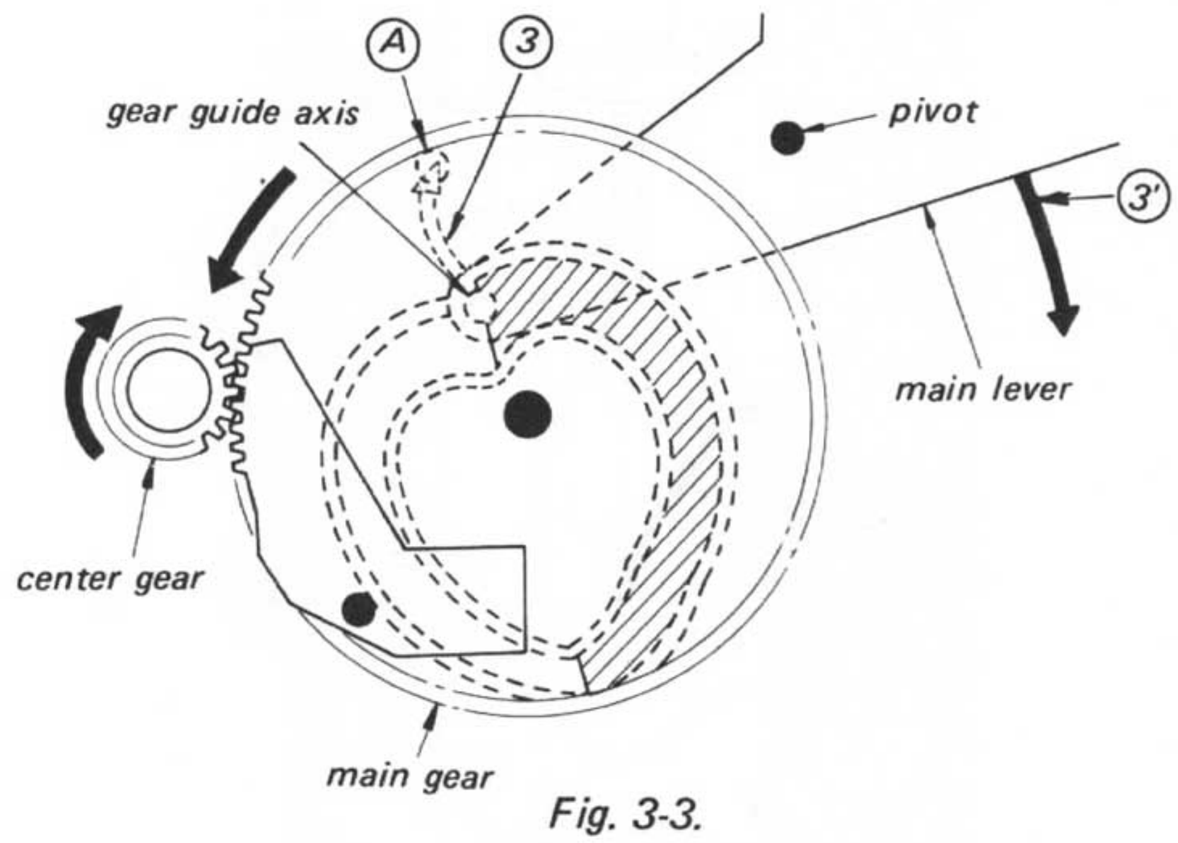
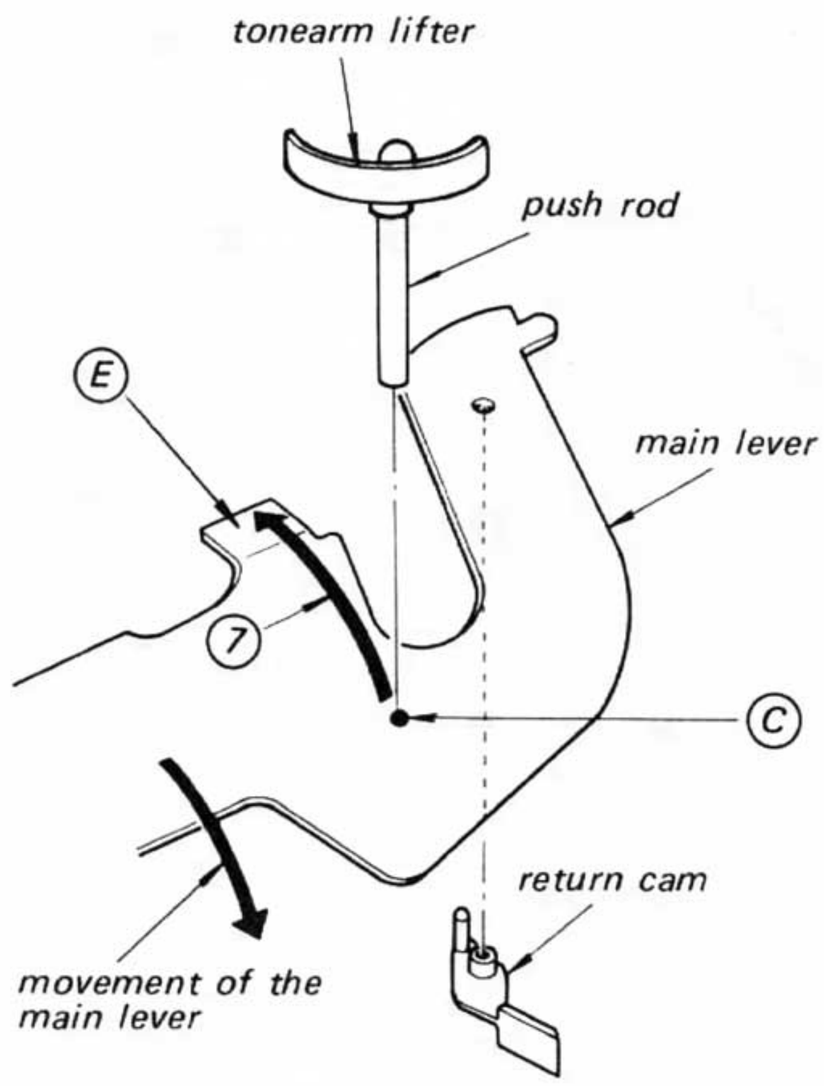
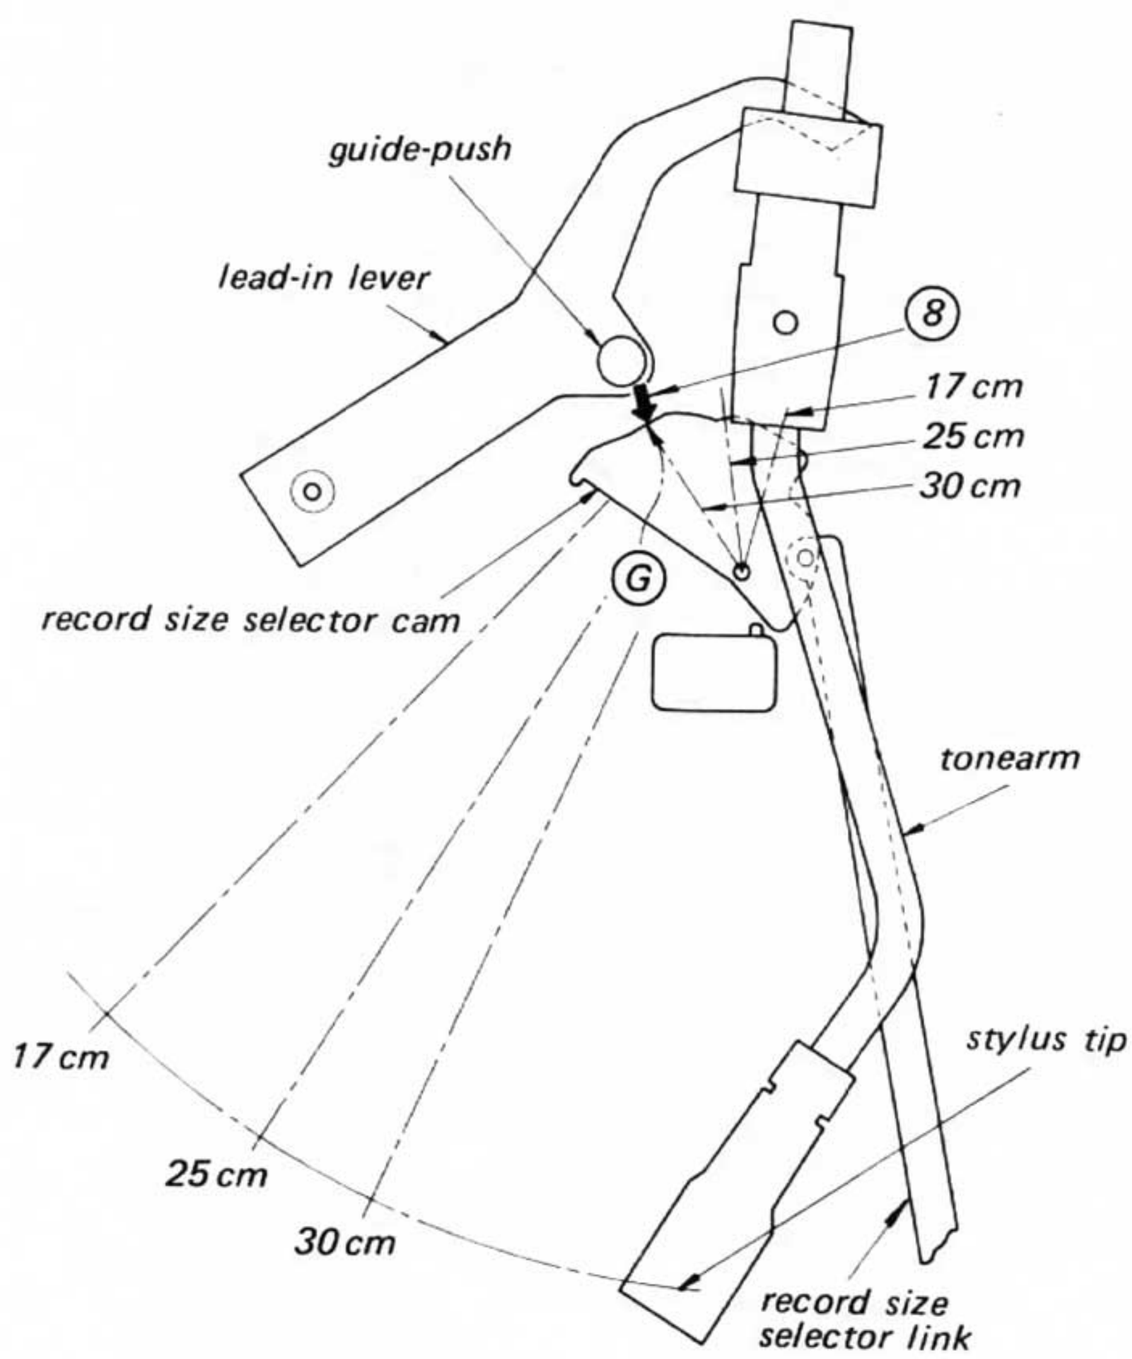
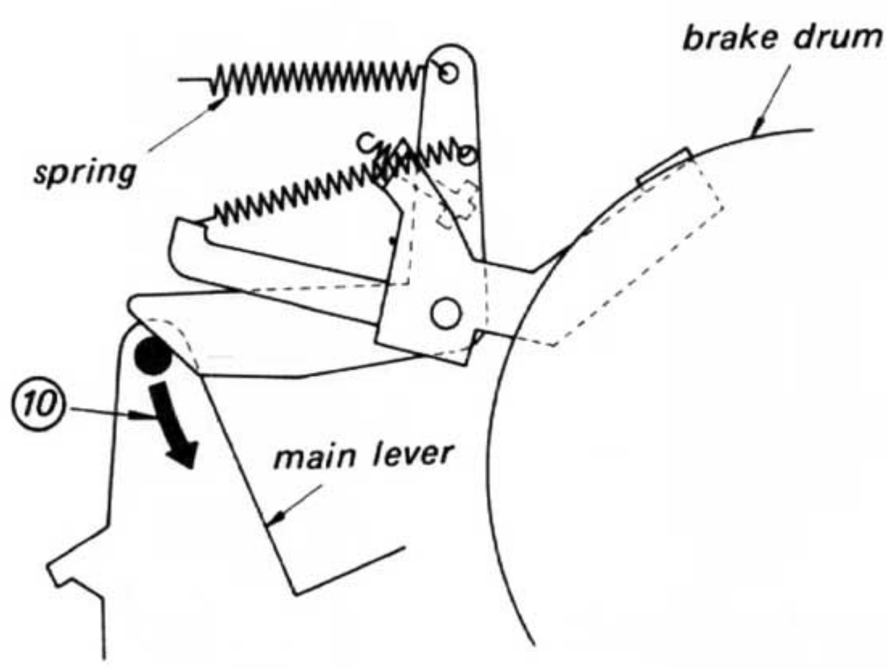

Fig. 3-3.
Fig. 3-5.
Fig. 3-6.
Fig. 3-8.
4. The gear guide axis at the tip of the main lever, is guided by the shaded section of the heart-shaped cam groove located on the main gear, moving across in a curved path ③ to position Ⓐ. Therefore, the main lever moves in the direction of arrow ③'. (See Fig. 3-3.)
1. The central axis of the push rod resting against the tonearm lifter is on the position Ⓒ in STOP mode. (See Fig. 3-5.)
2. During lead-in, the main lever moves across in the direction of arrow ③′ (See Fig. 3-3), resulting in the position of the central axis of the push rod moving across as shown by arrow ⑦. (Fig. 3-5.)
3. The guide-push stops at the position determined by the surface Ⓖ (Fig. 3-6) of the record size selector cam. The push rod consequently descends to position Ⓔ (Fig. 3-5), resulting in the tonearm lowering onto the surface of the record for the commencement of play.
4. The position where the tonearm lowers (30 cm, 25 cm, 17 cm) is determined by the position of the record size selector cam shown in Fig. 3-6. The guide-push of the lead-in lever moves across in direction of arrow ⑧ during lead-in; and meets the size selector cam at surface Ⓖ (for the 30 cm example shown), thus determining the drop point at the outer edge of a 30 cm record. That is, this position determines the distance moved by the lead-in lever, which consequently determines the rotational angle of the brake drum (and of the tonearm as well).
5. The return cam attached to the main lever (see Fig. 3-5) pushes against the pin of the brake drum, forcing the tonearm to move back (horizontally) towards the arm rest.
6. The return operation is completed when the tonearm arrives back at the arm rest. The main gear comes to a stop in the position shown in Fig. 3-3.
Furthermore, a spring is also employed to exert pressure upon the main lever in the direction of arrow 10 (see Fig. 3-8), thus keeping the main gear in the stop position. (See Fig. 3-3.)